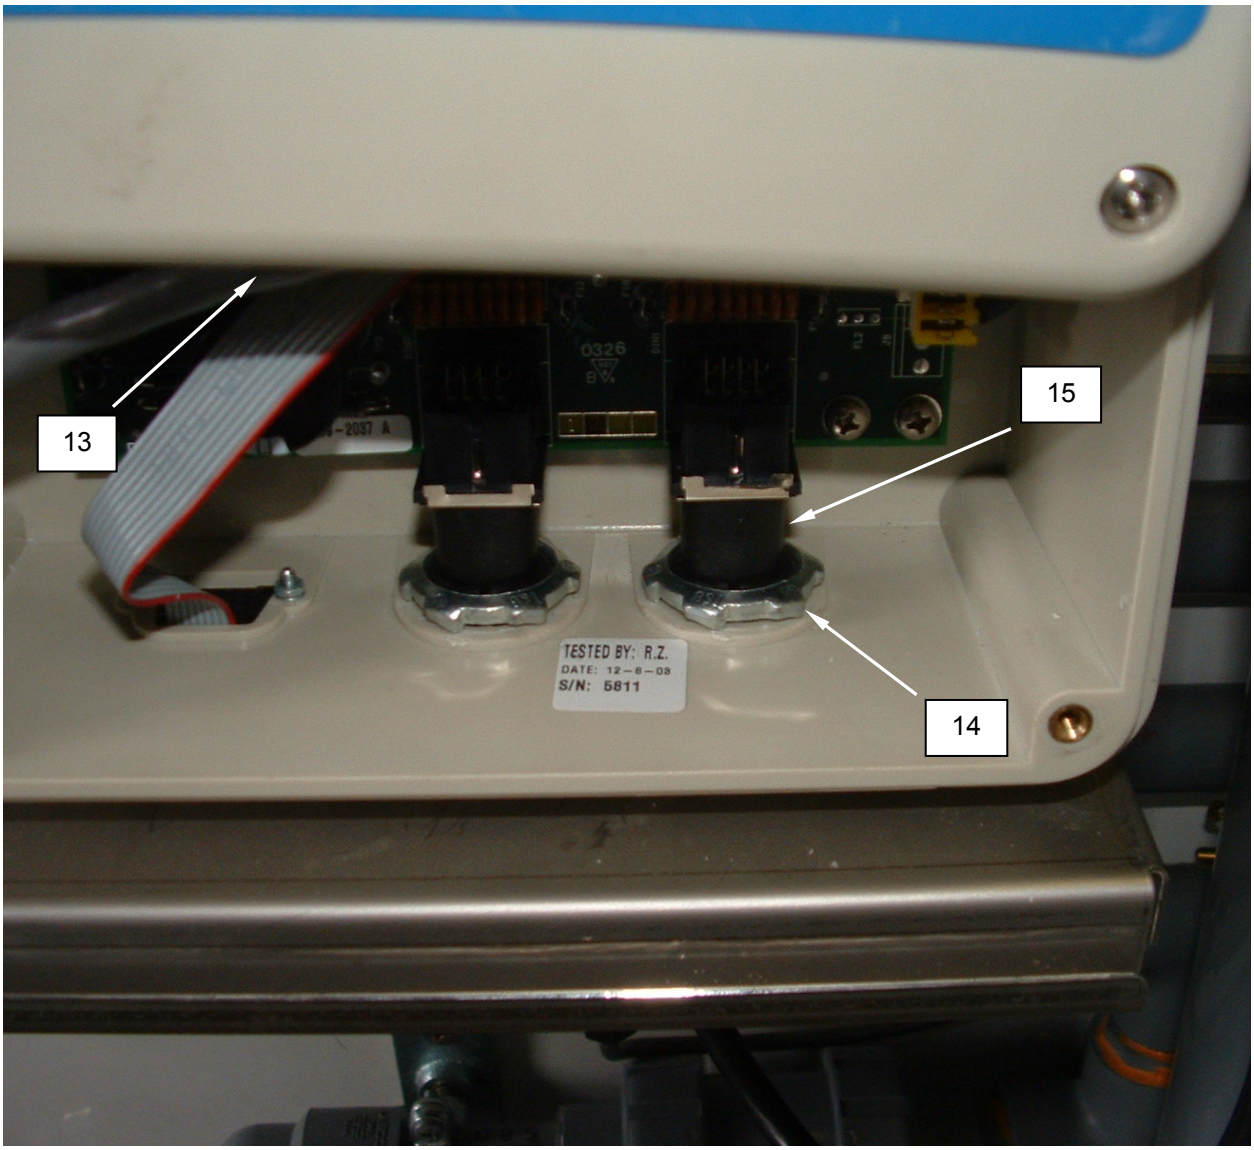

Figure 9. Replace the Automatic Soap Dispenser.
7. Remove the retaining nuts **(Figure 9, Item 14)** securing the washer control cables **(Figure 9, Item 15)**, and disconnect the washer control cables.
8. Reinstall the control panel **(Figure 9, Item 13)** loosely.